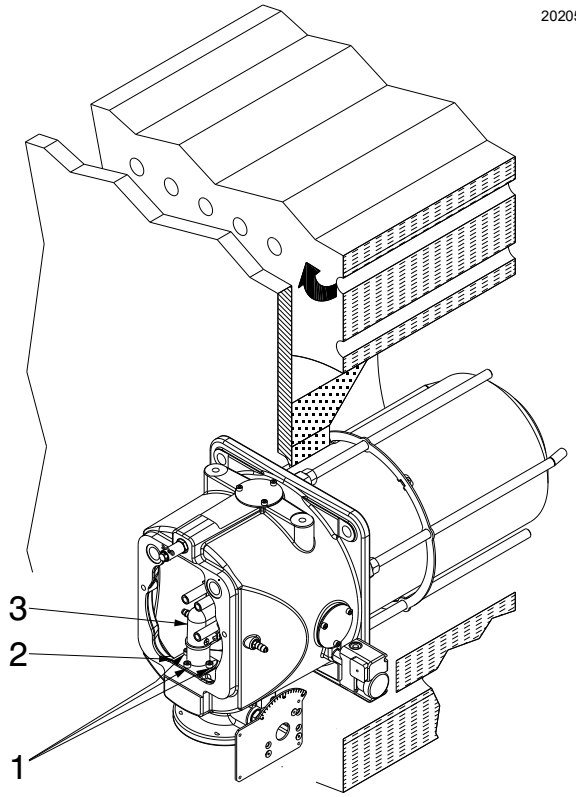

Abb. 18
- ➤ Die Muttern 1) (Abb. 18) lockern;
An dieser Stelle der Installation ist der Flammkopf am Kessel wie in Abb. 18 auf Seite 22 angebracht. Seine Einstellung ist somit äußerst einfach, die allein von der maximalen Leistung des Brenners abhängig ist.